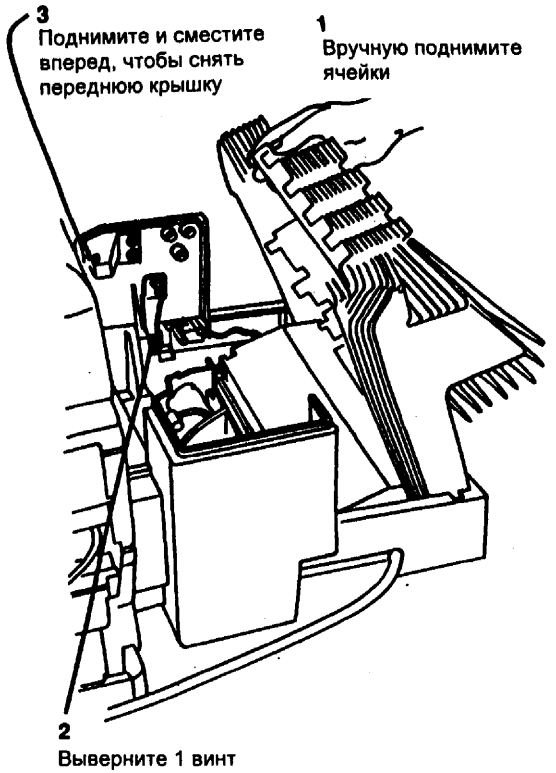

Рис. 2 Снятие передней крышки
2. (Рис. 2) Снимите переднюю крышку.